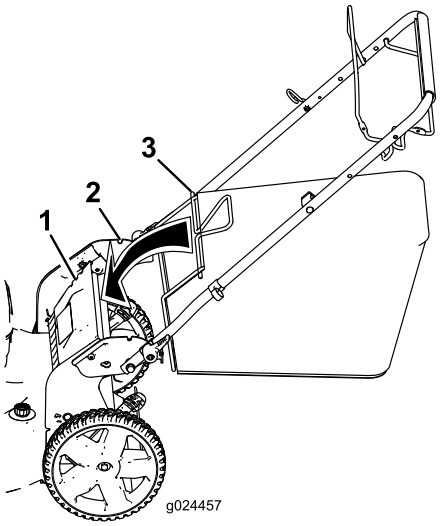

Figur 15
1. Höj och håll upp den bakre gräsriktaren (Figur 15).
2. Montera gräsuppsamlaren och kontrollera att piggarna på uppsamlaren vilar i skårorna på handtaget (Figur 15).